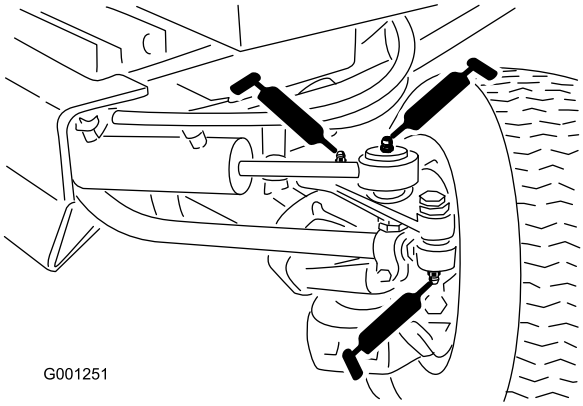

Figur 44
- Parallellstagets ender (2) (Figur 44)
- Sylinderstangens ender (2) (Figur 44)
- Styretapper (2) (Figur 44)
- Akseltappbolt (Figur 44)